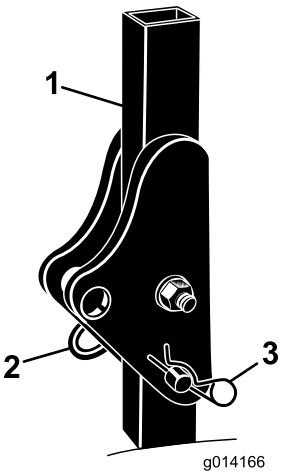

Рисунок 3
1. Извлеките игольчатые шплинты и снимите штифты с защитной дуги (Рисунок 3).
2. Поднимите защитную дугу в вертикальное положение, вставьте два штифта и закрепите их игольчатыми шплинтами (Рисунок 3).